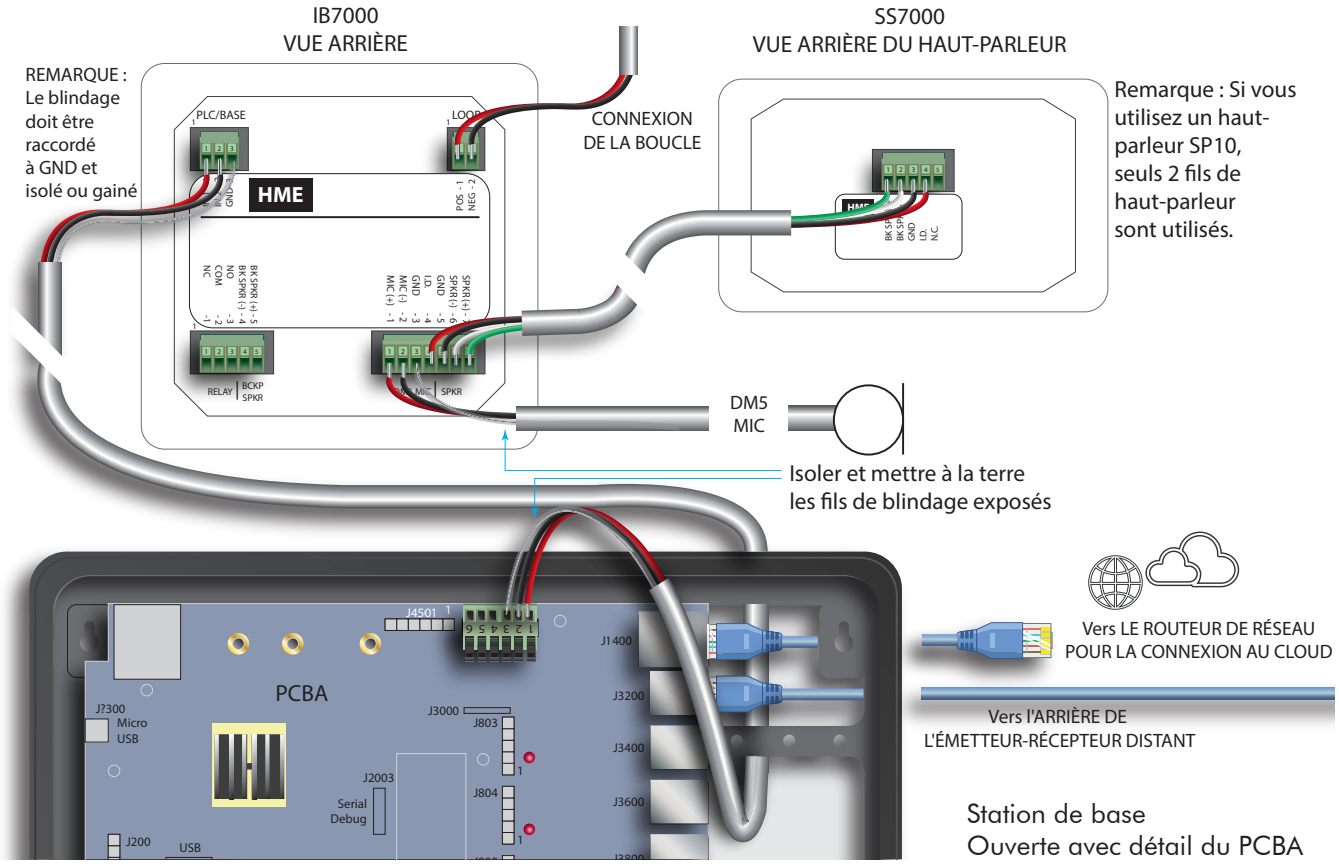

Fig. 4
Le haut-parleur NEXEO™ SS7000 (Fig.1) est conçu pour être utilisé dans les panneaux de menu, les poteaux de haut-parleur et les enceintes des restaurants à service rapide (QSR). Le SS7000 doit être utilisé conjointement avec le boîtier d'interface NEXEO IB7000 (c'est-à-dire que le haut-parleur ne se connecte pas directement à la station de base). Voir Fig. 4, le Guide d'installation de l'IB7000 ou le Guide d'installation du système NEXEO pour plus de détails.
6. Connectez le câble audio entre le connecteur PLC/BASE à trois broches sur IB7000 et J4500 sur la station de base (ce connecteur est également étiqueté sur IB7000). Voir Fig. 4 et Tableau 1.